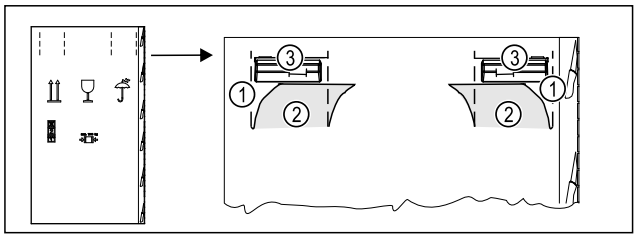

Fig. 6
▶ Verpackungskarton oben an der Perforierung *Fig. 6 (1)* eindrücken.
▶ Eingedrückte Laschen *Fig. 6 (2)* herausziehen.
▷ Tragegriff *Fig. 6 (3)* rechts und links ist sichtbar.
▶ Gerät an den Tragegriffen *Fig. 6 (3)* halten.